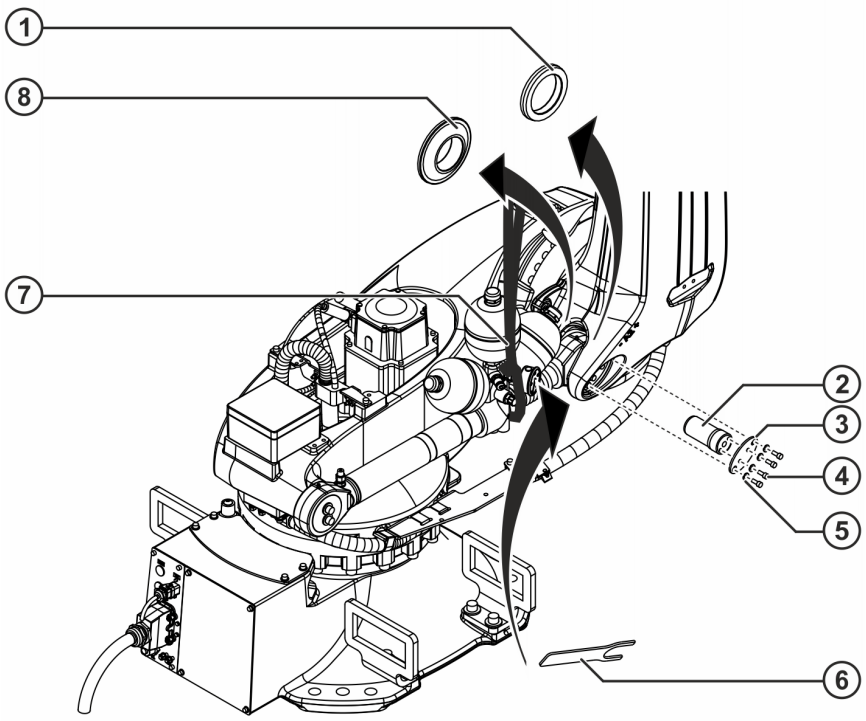

Fig. 8-28: Counterbalancing system, pin
11. Move the link arm until the counterbalancing system can be inserted into the link arm. At the same time, move the element securing the link arm accordingly (>>> *Fig. 8-28*).